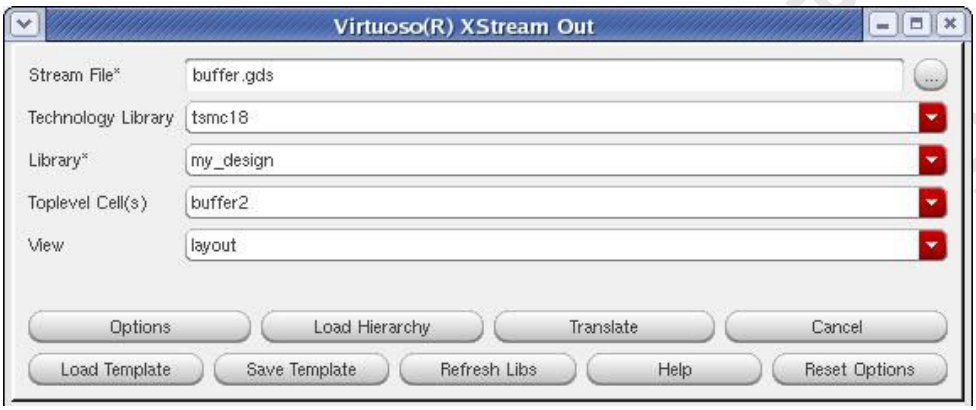

FIG. 29 Export GDS layout
2. Select the top cell name to your design, fill in the "layer map table" and the output file name of the GDS file (Fig 29).